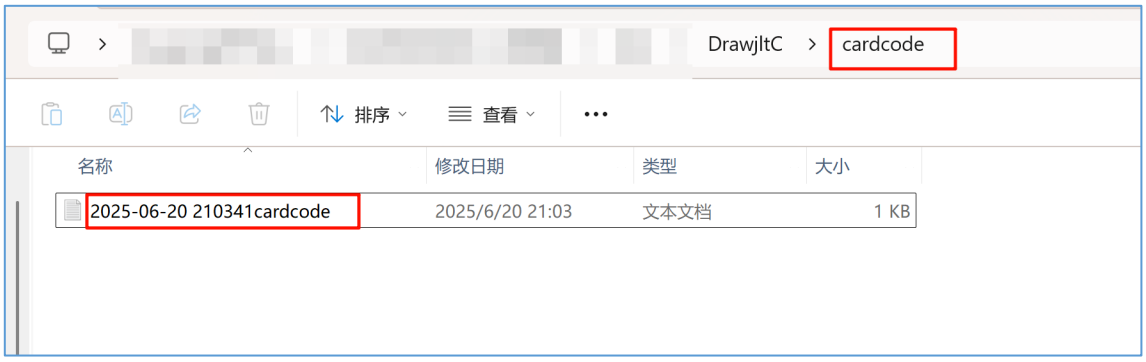

图 3-8 在“cardcode”文件夹中获得卡密
c) **“cardcode”文件夹**。如 b)中消息面板的信息所示，为了避免您因为误点等原因在没有保存卡密前关闭了浏览器或本软件，我们会在验证您成功支付后，将您的卡密以 txt 的文本文件存放到软件安装目录下的“cardcode”文件夹中，文件名是：购买卡密时的日期及时间（精确到秒）+cardcode。如图 3-8 所示。